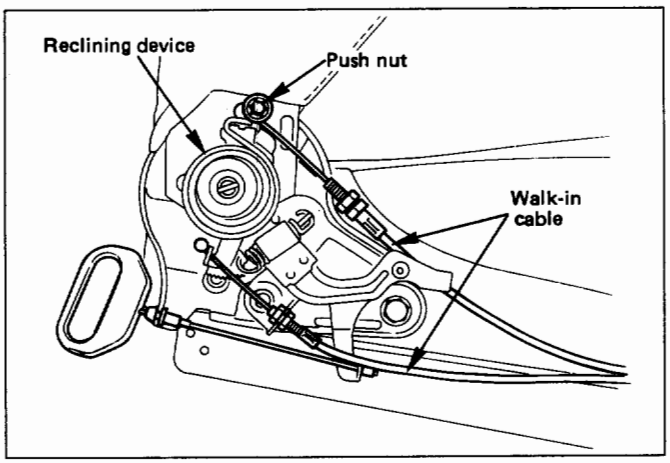

Fig. 10-194
- Remove the push nut and disconnect the walk-in cable from the reclining device. (Fig. 10-194)